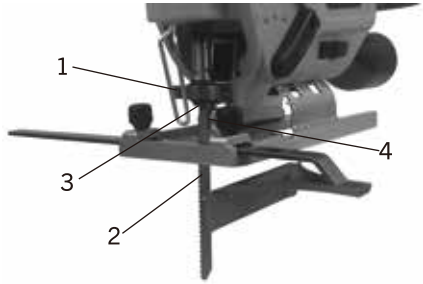

Fig. 1
1. Pour installer une lame dans la scie sauteuse, pousser le levier de verrouillage de la lame vers la droite (1) (Fig. 1).
2. Insérez la lame appropriée (2) le plus loin possible dans la fente de la lame (3).